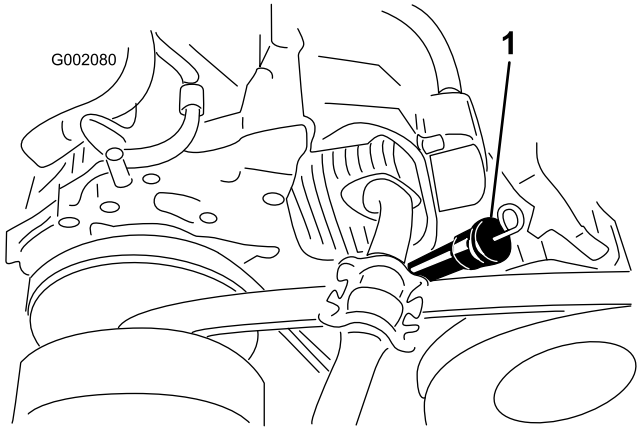

Figuur 41
8. Maak de omgeving van de oliepeilstok en de vulbuis schoon, en neem de peilstok eruit (Figuur 41).
9. Giet geschikte olie in de vulbuis totdat het oliepeil de Vol-markering op de peilstok heeft bereikt (Figuur 41).
10. Steek de peilstok volledig in de vulbuis, neem de peilstok eruit en controleer het oliepeil (Figuur 41).
11. Steek de peilstok in de vulbuis tot de peilstok stevig vastzit (Figuur 41).